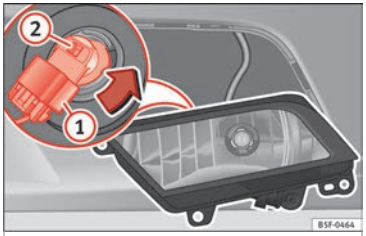

Fig. 104 Front fog light.
– Remove connector ››› **Fig. 104** ① from the bulb.
– Turn the bulb holder ››› **Fig. 104** ② to the left and pull.